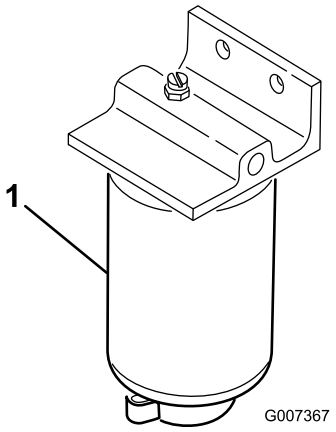

**Figur 45**
1. Anbring en ren beholder under brændstoffilteret (Figur 45).
2. Rengør området, hvor filterdåsen monteres (Figur 45).